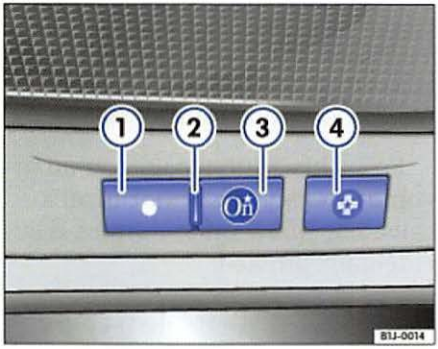

Fig. 6 System status light
The system status light ⇒ fig. 6 (2) is located between the DOT button and the Emergency button. It will take 10 to 15 seconds for this light to come on after you have switched on the ignition.